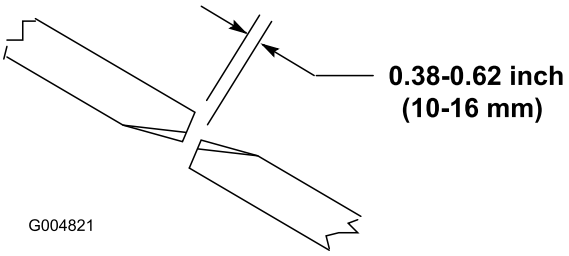

Bild 24
Für den richtigen Betrieb des Mähwerks muss ein Abstand von 10 mm bis 16 mm zwischen den Messerspitzen des Seiten- und mittleren Mähwerks bestehen (Bild 24).
2. Drehen Sie ein mittleres und ein daneben befindliches seitliches Messer, sodass die Messerspitzen ausgerichtet sind. Messen Sie den Abstand zwischen den Messerspitzen (Bild 24).